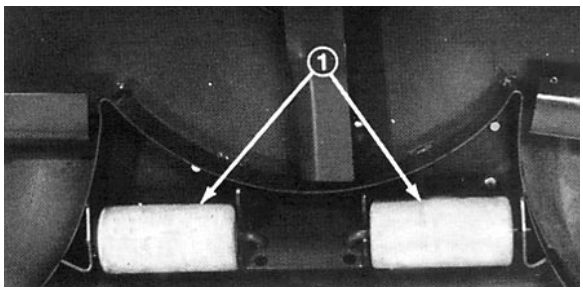

Fig. 3
1. Fjern splitterne, der fastholder rulleakslerne på undersiden af klippeenheden (fig. 3).